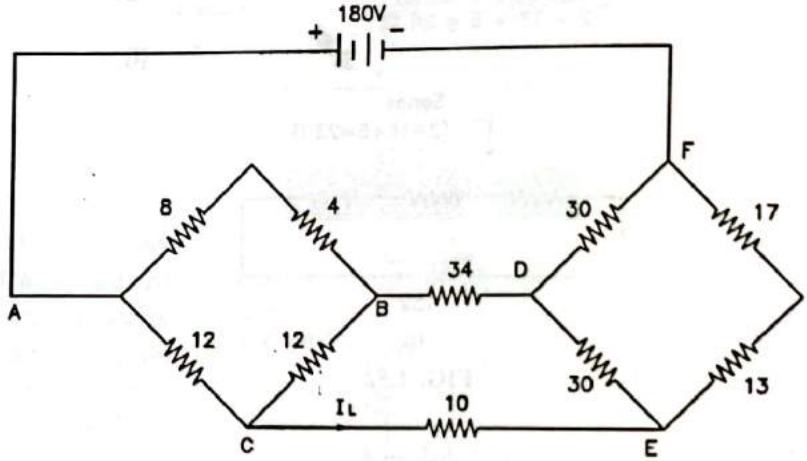

**FIG. 1.53**
**Calculate the current flowing through the 10 Ω resistor of Fig. 1.53 by using star/delta method.**